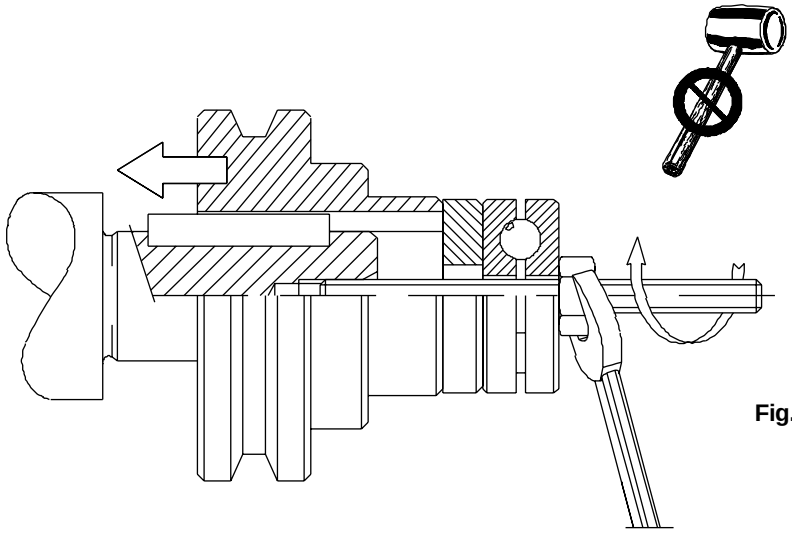

Fig. 1
- Il montaggio dei vari organi (pulegge, ruote dentate, giunti, ecc.) sugli alberi deve essere eseguito utilizzando appositi fori filettati o altri sistemi che comunque garantiscano una corretta operazione senza rischiare il danneggiamento dei cuscinetti o delle parti esterne dei gruppi (fig. 1).